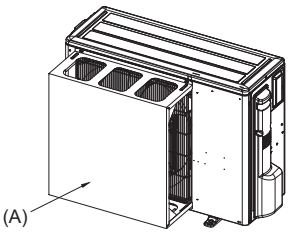

Fig. 2-5
(2) Installer un guide de protection d'air si l'appareil est placé dans un endroit où les vents violents d'une tempête, par exemple, pourraient s'engouffrer directement dans la sortie d'air. (Fig. 2-5)